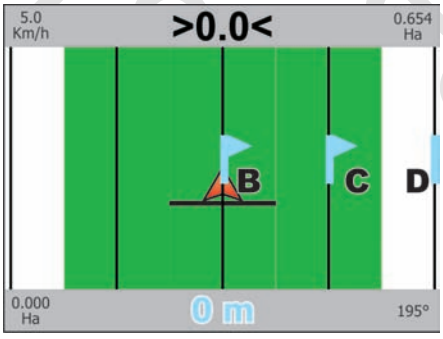

Fig. 286
- When reaching the flag the distance value becomes "zero" (Fig. 286): press **OK** to receive information to reach the following point (**C** in Fig. 286),